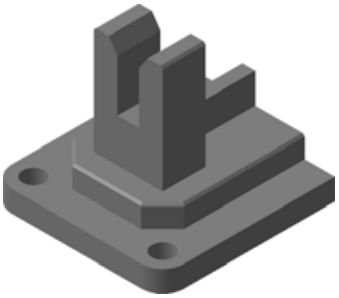

Рис. 5.83
В этом документе хранится изображение половины трехмерной модели симметричной детали **Держатель** (рис. 5.83).
- Разверните модель в пространстве, как это показано на рис. 5.83.